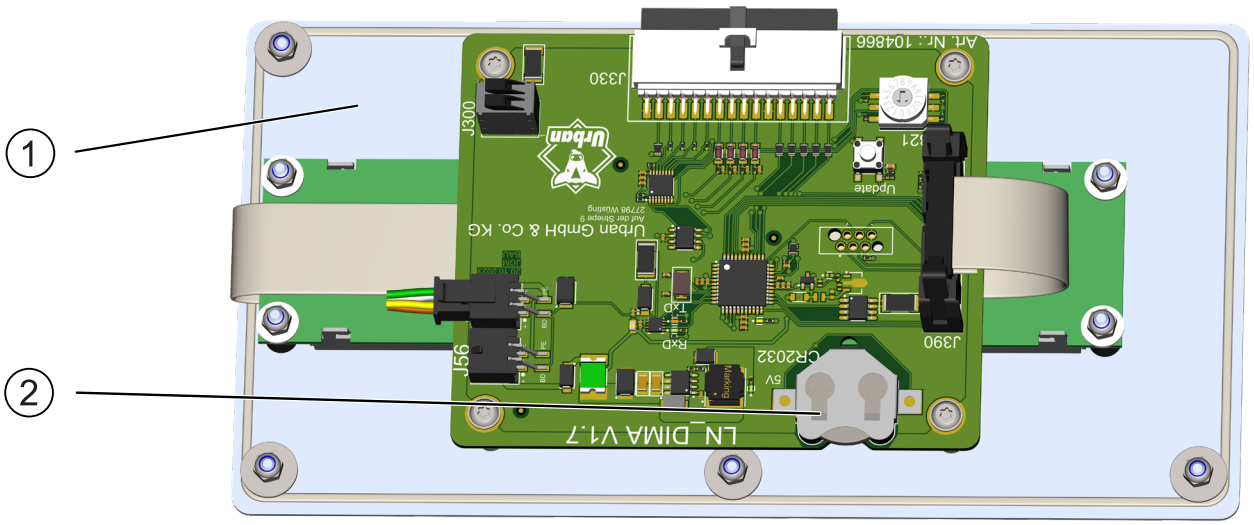

Imagen 29: Recambio de la pila de la fecha/hora
Si la pantalla indica una fecha y hora erróneas, ① debe sustituirse la pila ② de la placa de circuitos impresos situada en la parte inferior del panel de control (véase Imagen 29 “Recambio de la pila de la fecha/hora”, en la página 81).